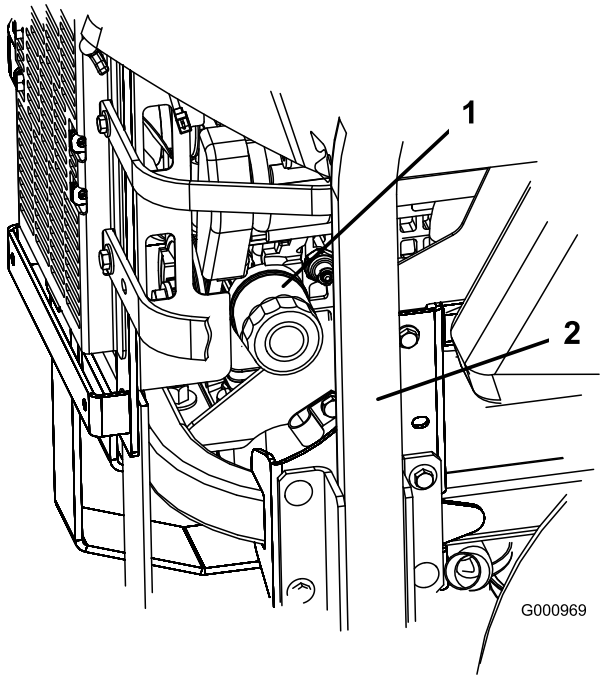
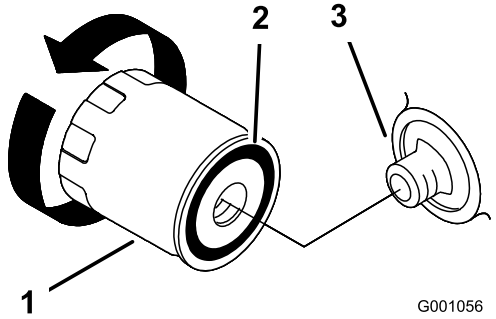

Figuur 41
Figuur 42
2. Draai het filter naar links om het te verwijderen (Figuur 41 en Figuur 42).